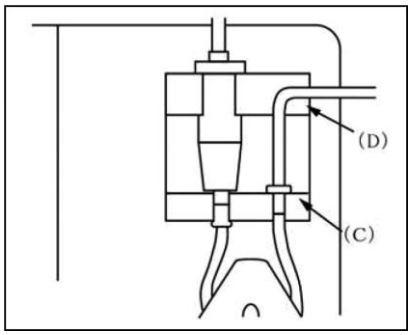

図 4
7. リテーナー管をリテーナーロック(C)に挿入し、チューブガイド(D)上を通す(図 4)。